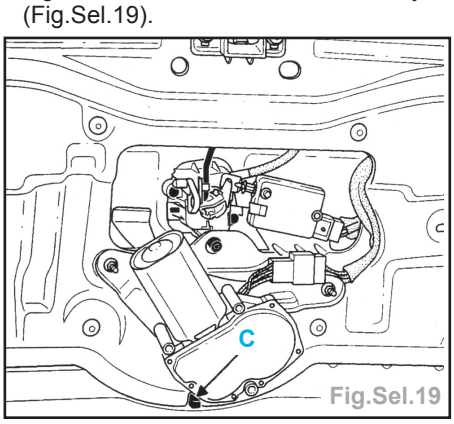

Fig.Sel.19
- Juste après la pose du mastic sur la lunette, la présenter au-dessus de son logement sur le hayon et la centrer en mettant en place le pion (**C**) dans son logement sur le bord de tôle du hayon (Fig.Sel.19).